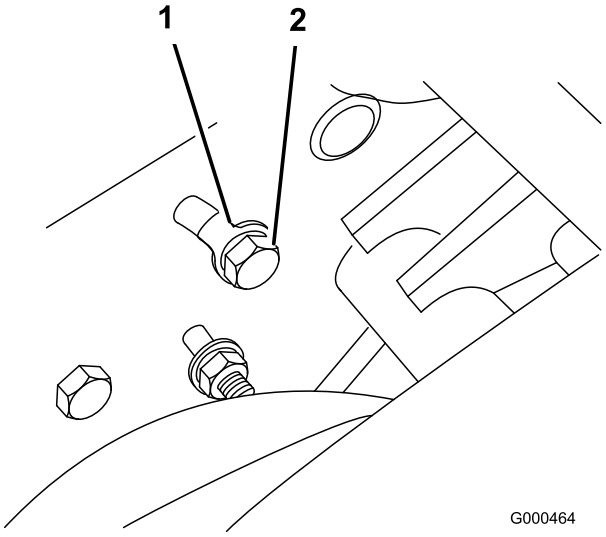

Figure 46
A. Sur l'arrière de la plaque latérale, desserrez le boulon de fixation de la patte de montage de la poulie de tension à la plaque latérale (Figure 46).